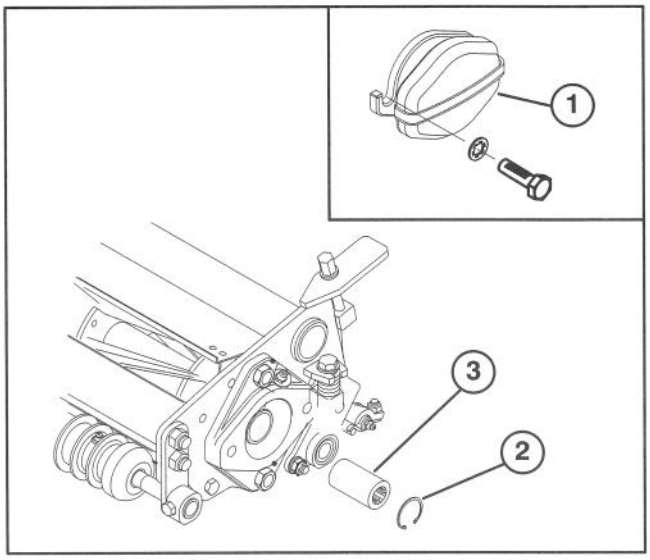

Figure 8
INSTALL CUTTING UNITS (Fig. 8–10)
A. Remove (2) capscrews and lockwashers securing counter weight to left end of cutting unit. Remove counter weight (Fig. 8, inset).